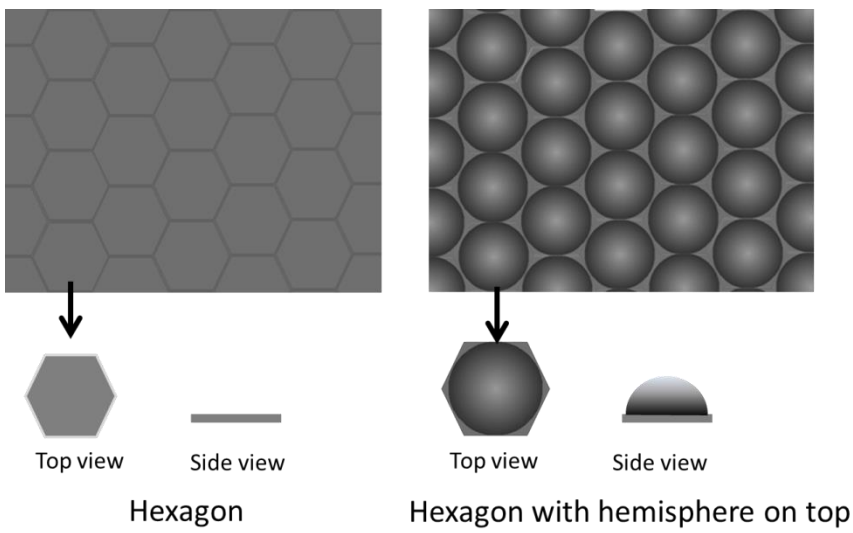

Figure S8. Schematic illustration of a flat surface (left) and a surface with the presence of closely packed spheres on the top (right).
where A_{hwh} is the surface area of the hexagon with hemisphere on the top (right panel; **Figure S8**), A_{hex} is the surface area of the hexagon (left panel; **Figure S8**), and r is the radius of the hemisphere. Based on the equations (1)-(3), k is calculated to be 1.6046.